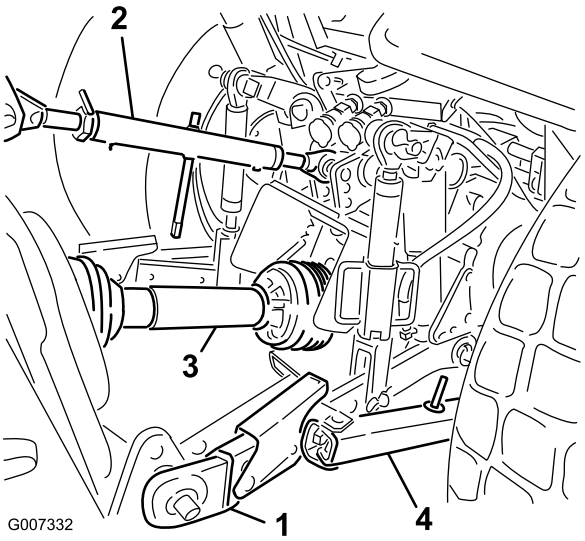

**Figur 3**
**Traktorkomponenter (Figur 3)**